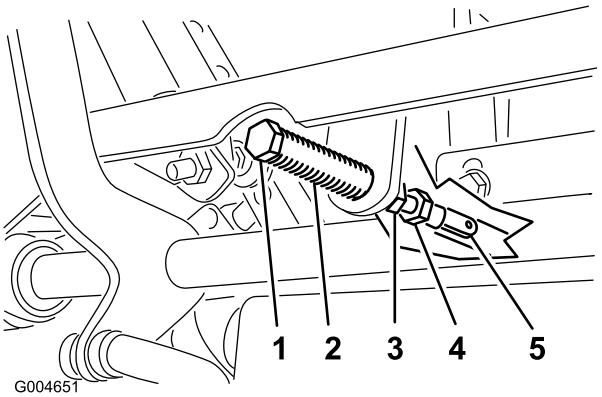

Figur 59
5. Træk håndtaget tilbage, indtil gaffelbolten (på en arm over drejeakslen) berører enden af åbningen (begynder netop at lægge tryk på fjederen) (Figur 59).
7. Hvis justering er nødvendig, skal møtrikken og kontramøtrikken løsnes mod gaflen (Figur 59).
8. Foretag et let, bagudgående tryk mod bevægelseshåndtaget, og drej samtidig hovedet på justeringsbolten i den rigtige retning, indtil håndtaget sidder i midten i neutral låseposition (Figur 59).
9. Spænd møtrikken og kontramøtrikken (Figur 59).
10. Stram kontramøtrikkerne ved kugleleddene (Figur 59).